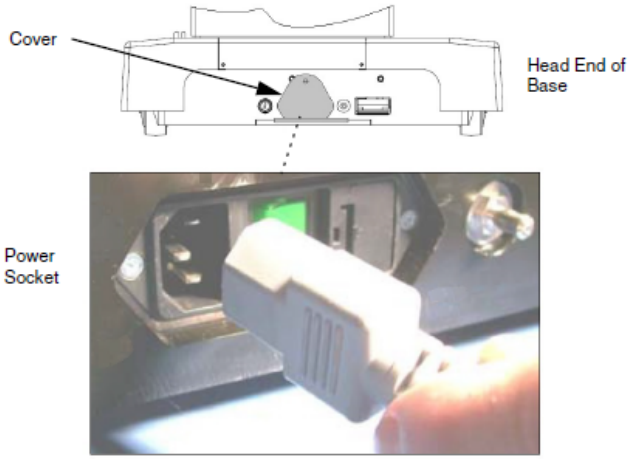

Figure 4-3. Connecting Table to Facility Power (Typical)
2. **Plug power cord into appropriate socket on Table base (see *Figure 4-3*).**